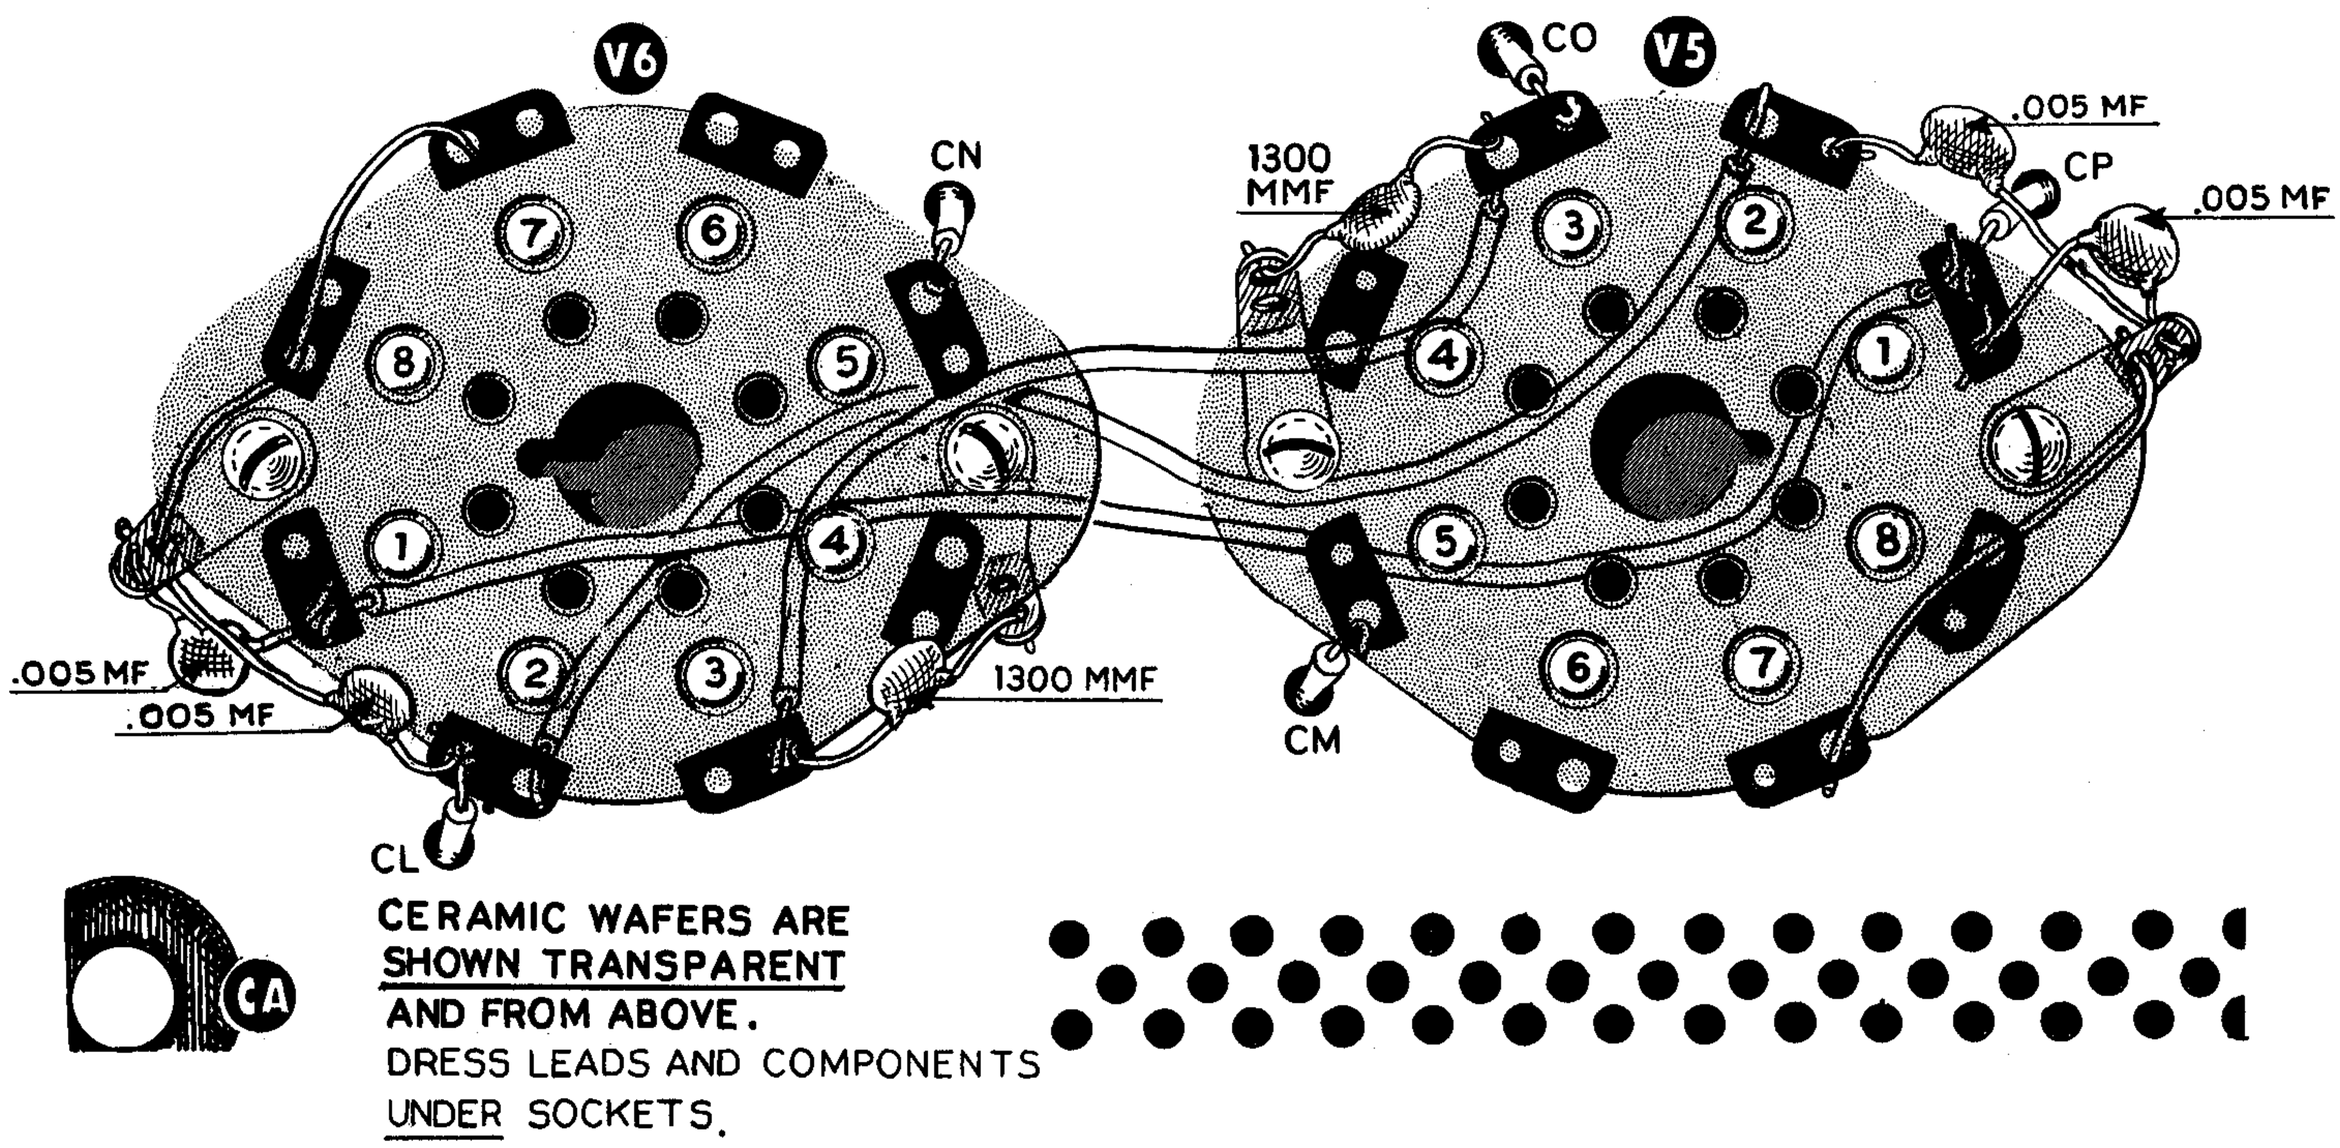

Figure 7
( ) Referring to Figure 7, connect one end of a short piece of #16 bare wire to V6-7 (NS) through V6-8 (NS) to the solder lug at CH adjacent to V6-1 (NS). Now solder V6-7 (S1) and V6-8 (S1).